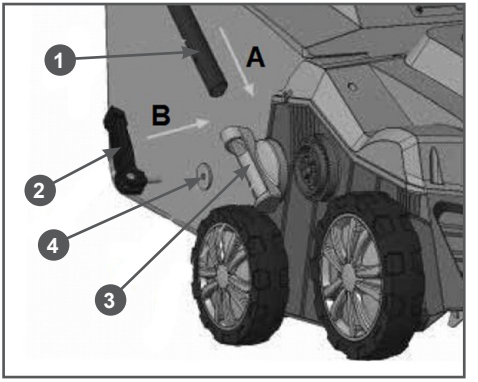

Рис. 2 Установка стоек рабочей рукоятки
1. Установить стойки рабочей рукоятки. Возьмите стойку 1 рабочей рукоятки, вставьте ее в кронштейн 3 в направлении А, указанном стрелкой (Рис. 2). Вставьте винт фиксатора 2 в шайбу 4 и отверстие на стойке 1 в направлении В, указанном стрелкой (Рис. 2). Прижмите собранный узел к посадочному месту 5 и закрутите винт фиксатора 2, затем зажмите фиксатор.